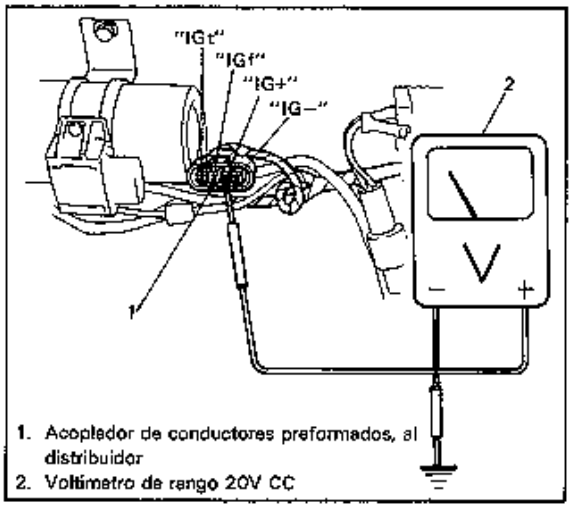

Fig. 6F-16 Comprobación del voltaje al acoplador del encendedor
3. Desconecte el acoplador del inyector (Fig. 6F-6).